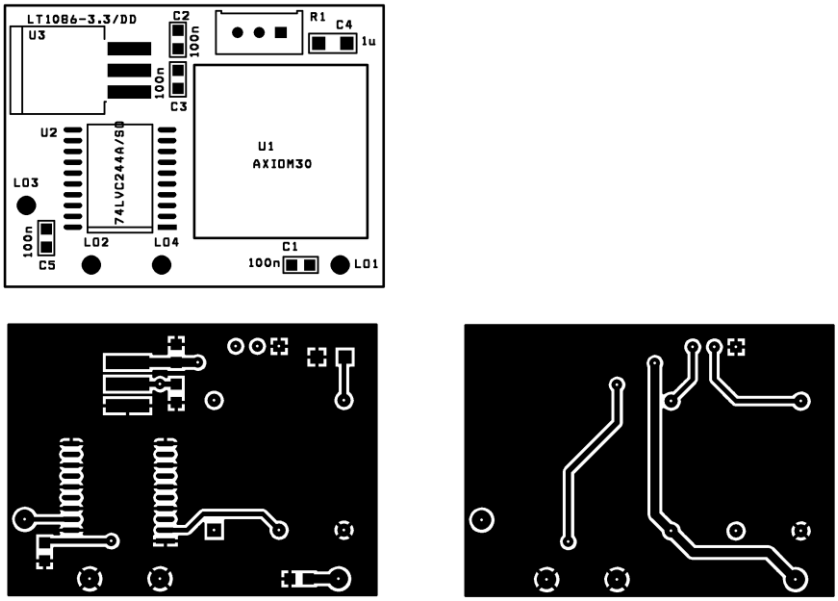

Figs. 5: *The layout of the circuit as given in Fig. 4.*
The clock pulses needed at C16 of ATLAS should have3 V_{pp} with rise and fall times clearly below 10 ns and should be provided by a low output impedance source (6). The integrated circuit 74LVC244 is used. It needs no additional external components. Fig. 4 shows the circuit realized on the small board whose layout is shown in Figs. 5.